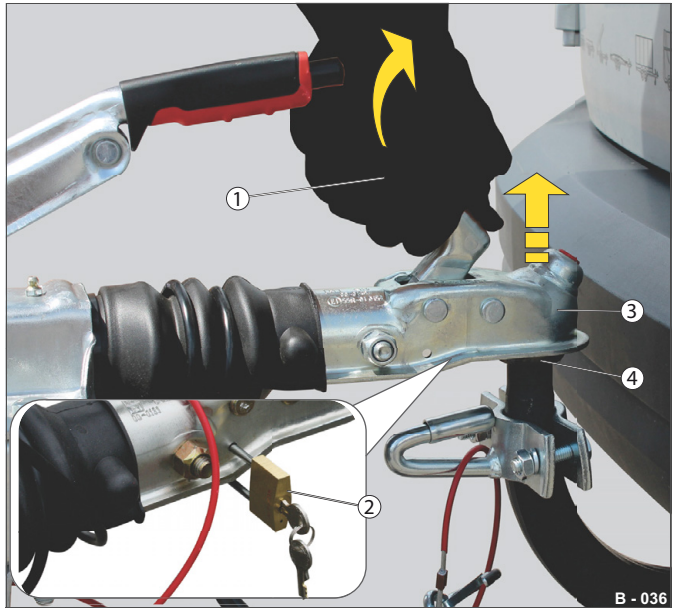

Abb. 13 Příklad: odpojení brzděného přívěsu
- ▶ Odblokujte rukojeť (Abb. 13/1) v závěrném zařízení (Abb. 13/2).
- ▶ Zastrčte podpěrné kolo, a sundejte tak kalotu (Abb. 13/3) ze spojky s kulovou hlavou (Abb. 13/4).